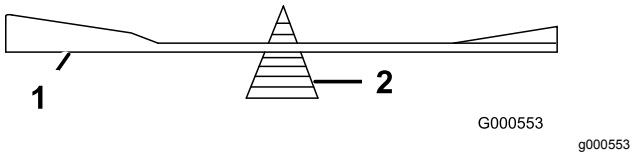

Figuur 118
2. Controleer de balans van het mes met een mesbalans (Figuur 118).